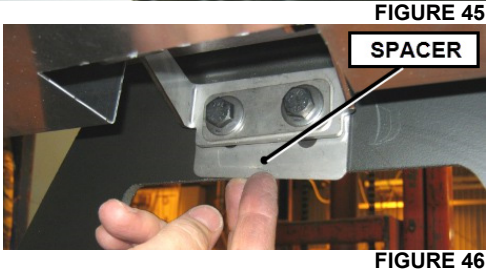

FIGURE 46
c) Unscrew the hinges mounting bolts (2 bolts per hinge). Spacers may be found behind the hinges. Make sure you identify the spacers in order to reinstall the access hatch using the proper spacer at the correct location (FIGURE 46).